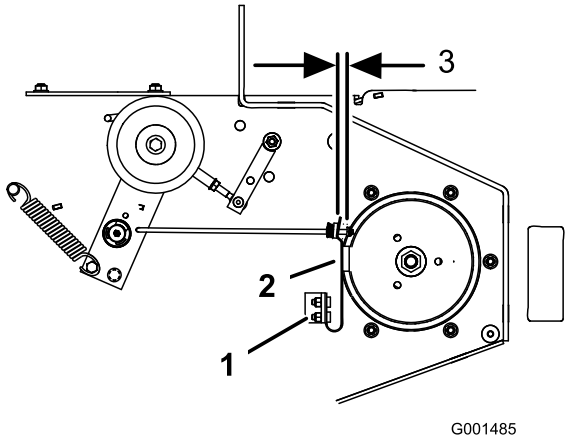

Figur 59
3. Juster fjedermonteringsbolten, så knivbremsens bremsebelægning gnider mod begge sider af remskiverillen (Figur 59).
4. Juster møtrikken for enden af knivbremsestangen, indtil der er 3-5 mm afstand mellem møtrikken og afstandsklodsen (Figur 59).